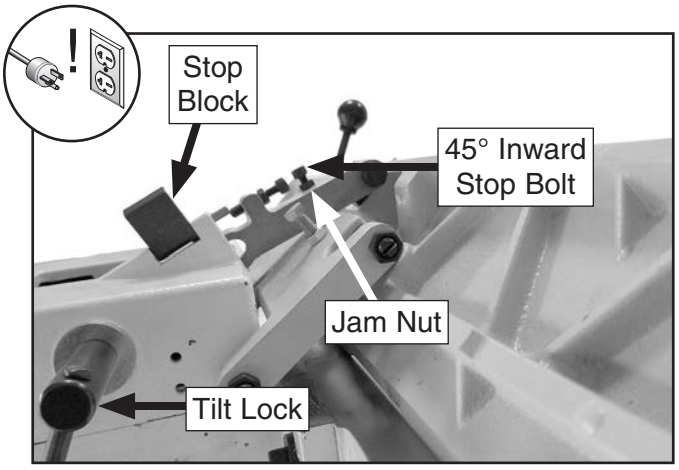

Figure 66. Fence set to 45° inward.
2. Loosen fence tilt lock, rotate stop block up, then tilt fence approximately 45° inward onto stop bolt (see **Figure 66**).
4. Loosen jam nut on 45° stop bolt and adjust stop bolt until fence is exactly 45° inward while resting on stop bolt (see **Figure 66**). Verify angle, then retighten jam nut.